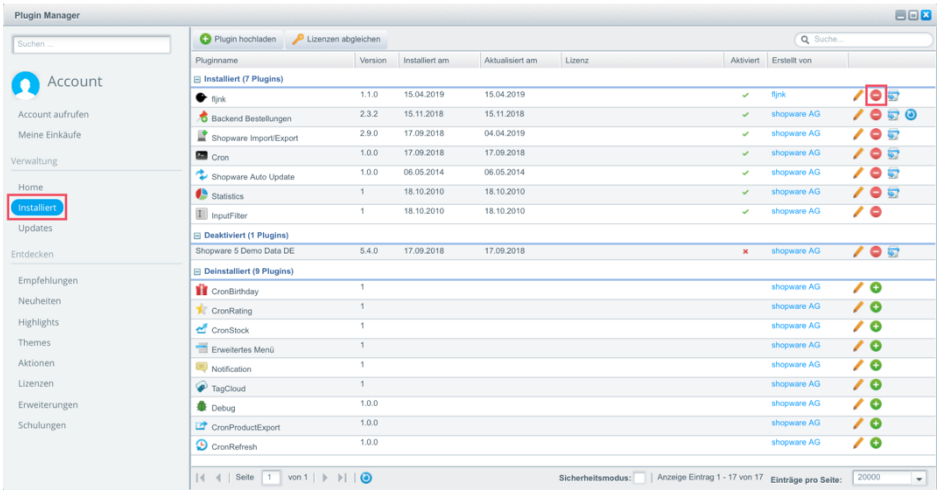

Abbildung 16: Deinstallieren des Plugins über den Plugin Manager
1. Öffnen Sie in Ihrem Shopware Backend den Plugin Manager und wählen Sie im Anschluss den Bereich „Installiert“ aus vgl. Abb. 16.
2. Klicken Sie anschließend auf „Deinstallieren“, um das aktuelle Plugin zu deinstallieren vgl. Abb. 16.